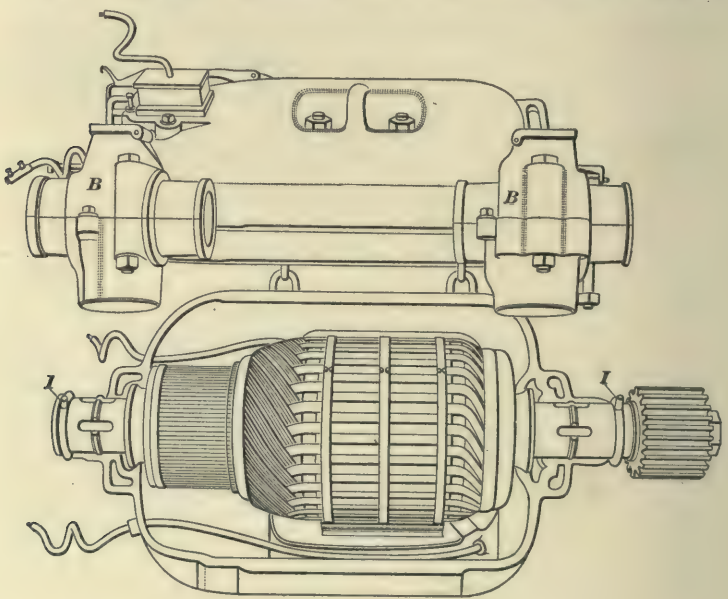

FIG. 8.
**10. The Frame.**—The frame of the No. 34 motor is of the same general outline as that of the No. 20 motor. It is of low-carbon cast steel, made in two halves, semiround in form. In each of the halves, or shells, are cast two seats, or bosses, that are bored to receive the pole pieces. The axle-bearing brackets hang over and rest on the top of the axle, as shown at *B*, *B*, Fig. 8. These brackets, together with the armature-bearing caps and suspension lugs, are cast with the top shell of the motor. The two shells are clamped together and the pole seats and armature-bearing seats bored at the same time so that perfect alinement is assured. Dowel-pins guide the two halves of the motor together so that cored holes and rough bolts can be used to hold them. All of the main bolts are standard stock bolts that are kept in any storeroom for ordinary repairs, and only two sizes of bolts are used on the motor. The removal of four bolts allows the lower half of the motor to swing down by links and eyebolts supported from lugs on the upper half, just as in the case of the No. 20 motor. By unhooking the link, the lower half can be taken off entirely, and, according as the split key in the top or the nut on the bottom of the double-shanked eyebolt, shown at *I*, *I*, Fig. 8,
In Fig. 8, the split key has been drawn from the top of the double-shanked eyebolt, so that the armature remains in the lower shell. The frame is provided with the usual oil ways, so that all excess of oil and grease is thrown into the street by the oil guards on the armature shaft, and does